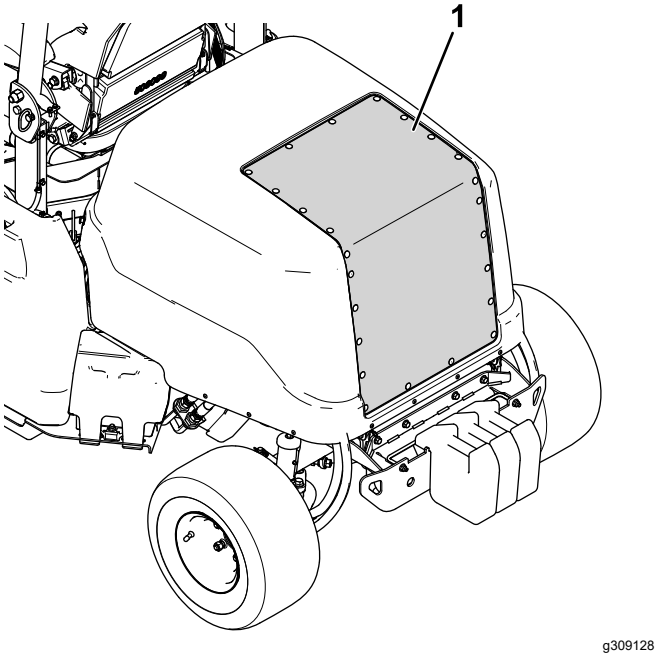

Figuur 73
2. Reinig het motorkapscherm met perslucht (getoond in Figuur 73). Richt de lucht uit de machine.